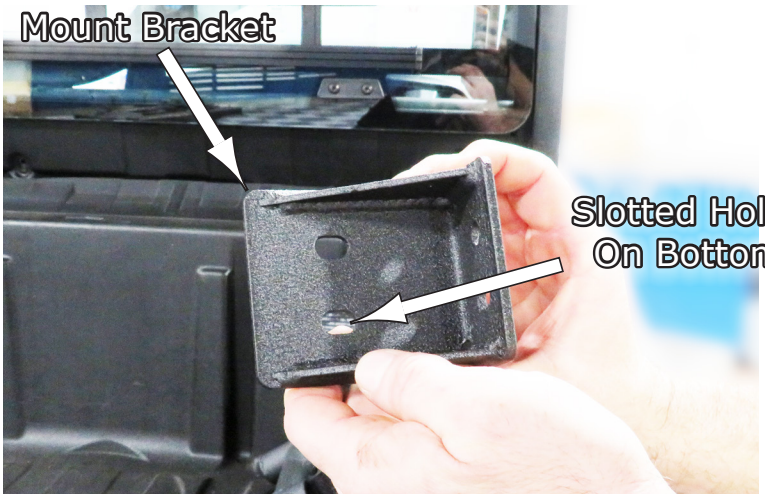
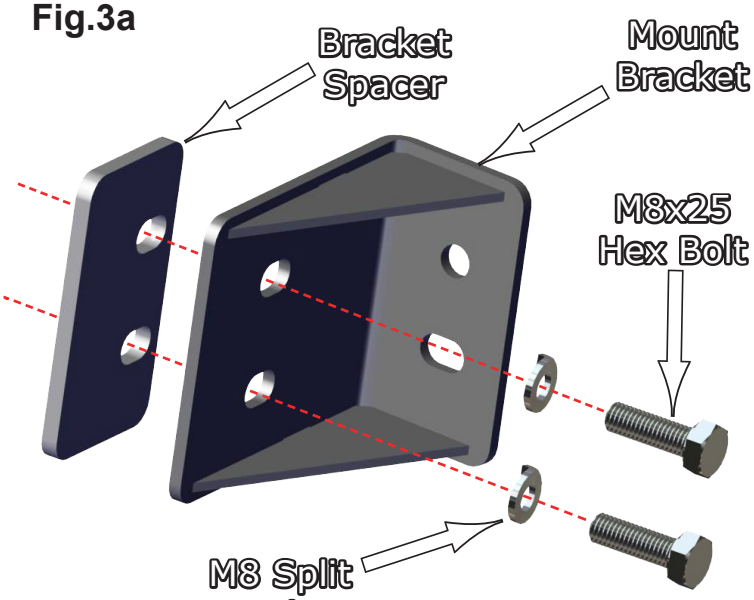
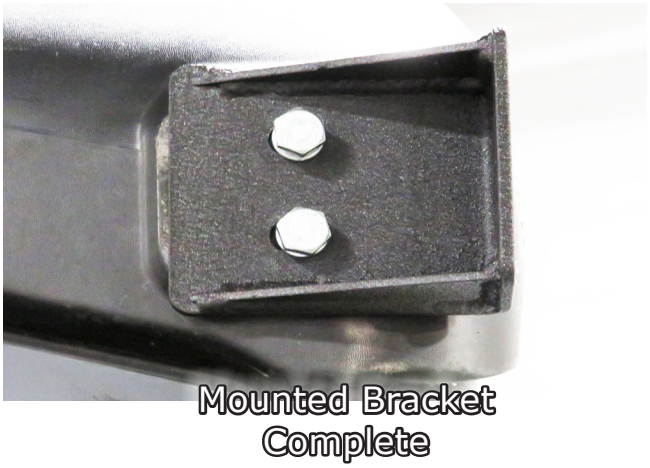

Fig.3a
Fig.3c
Fig.3d
3.Now you can install the **Mount Brackets**. Even though we do not have a Poly Roof installed on this machine, we will be using the **Bracket Spacers** that will go behind the **Mounting Brackets** to show the assemby process in case you need to install them. Install the **Mounting Brackets** using the **M8x25 Hex Bolts** and **M8 Split Washers** provided in your kit. Notice that the "slotted" holes should be on the bottom as shown in **Fig.3a-b** (passenger's side shown). **Fig.3c** shows how these components install together, and **Fig.3d** shows the **Mounting Bracket** and **Spacers** installed complete. Leave a little loose for adjustment later. Repeat the same for the opposite side.